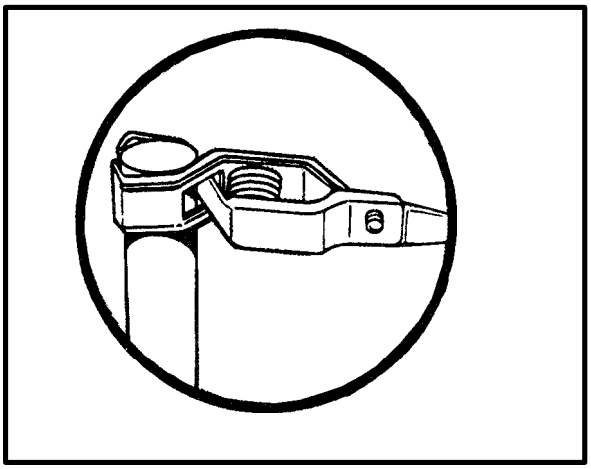

*Figure D-4. Clamp Connected to Grounding Rod*
•Attach an electrical clip to the other end of the 20-foot cable. Connect the clip to the grounding rod (Figure D-4).